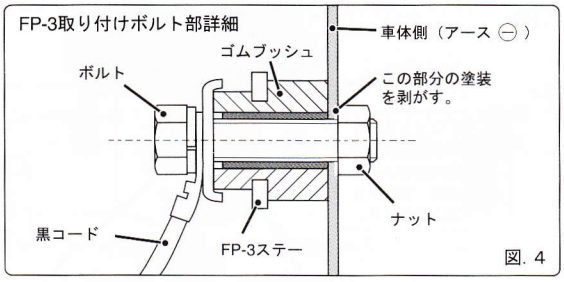

図. 4
① 付属のボルトナットで脱落しないようにしっかりと取り付けて下さい。（図. 4）
メモ 黒コードのボディアースを確実に取るため、ナットが接触する車体側の塗装を剥がして電気的接触を確実に行って下さい。（図. 4）
① 配線は接触不良にならないように確実に接続して下さい。
② キーをIG（イグニッション）位置にした時電圧（12V）がかかる線を探し、青コードを接続して下さい。
③ 黒コードは本体取り付けのボルトを介して、ボディーアースして下さい(図. 4)。